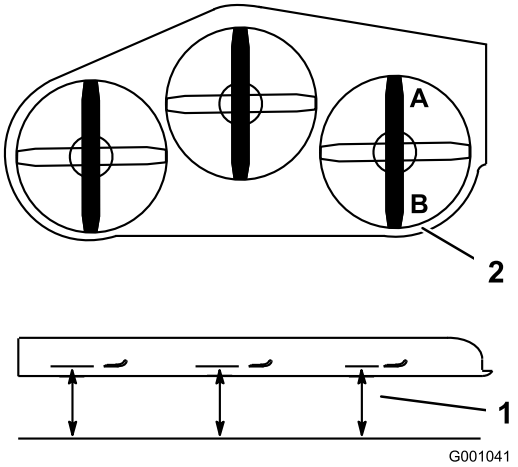

**Figur 85**
1. Ställ in den högra knivens främre-bakre lutning (Figur 85).
2. Mät den högra kniven vid punkt **A**, från en plan yta till knivens egg (Figur 85).
4. Mät den högra kniven vid punkt **B**, från en plan yta till knivens egg (Figur 85).
6. Gräsklipparkniven ska vara ca 6 till 10 mm lägre vid punkt **A** än punkt **B** (Figur 85). Fortsätt till nästa steg om detta inte är korrekt.